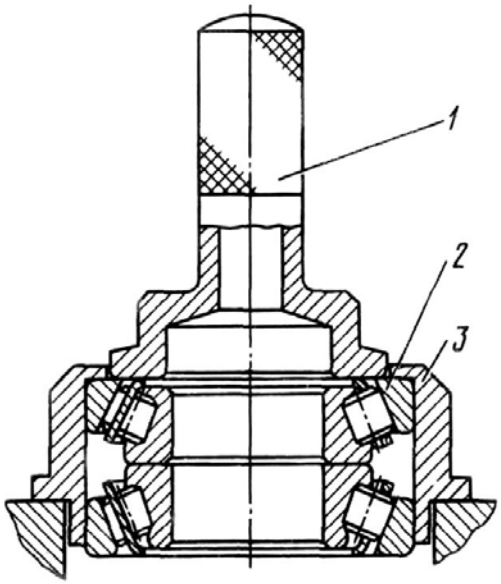

Рис.30. Выпрессовка роликовых подшипников из гнезда:
23. Заворачивая болты крепления крышки 26 (в качестве отжимных) в резьбовые отверстия гнезда 22 правых подшипников, спрессуйте его вместе с коническими подшипниками со ступицы ведущей цилиндрической шестерни 21. Выпрессуйте с помощью оправки 1 (рис.30) из гнезда 22 (см. рис.28) конические подшипники.